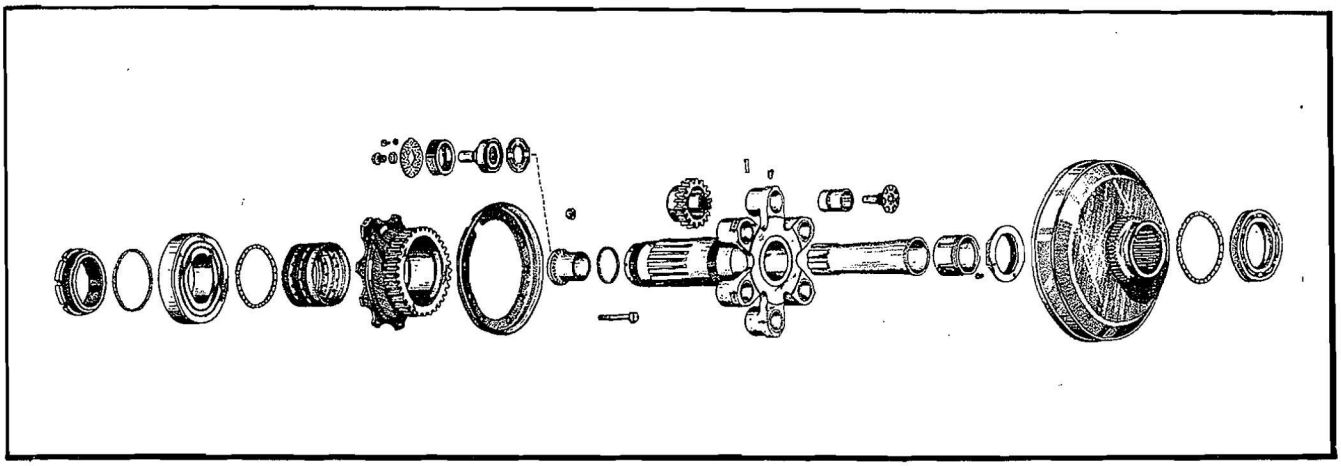

Figure 10—Propeller Shaft and Reduction Gear (3:2 Reduction)
g. The propeller shaft for the Model R-1820-40, -60, -71, -73, and -87 engines is also machined from a steel alloy forging and differs from the propeller shaft used in the Models R-1820-65 and -97 only in the respect that the flange is in the form of a spider having six pinion arms. Refer to Figure 10. Each arm is drilled and fitted with bronze bushings which carry
(1) The reduction gear for the Model R-1820-40, -40B, -60, -71, -73, -87 engines consists essentially of a large internal driving gear splined and shrunk to the crankshaft; a propeller shaft assembly incorporating six planetary type pinion gears mounted on arms which are integral with the propeller shaft flange and a stationary reduction gear which is bolted to the crankcase front section. Refer to Figure 10.
(2) The reduction gear drive is as follows: The reduction driving gear meshes with the planetary pinion gears causing them to travel around the rim of the stationary reduction gear. The pinion gears in turn carry the propeller shaft to which they are attached in the same direction of rotation as the crankshaft but at 2/3 of its speed.
(3) The reduction driving gear is identical with the gear used in the .5625 reduction gear ratio system. Refer to paragraph 6.*a.*(3) of this section.
(4) The six pinion gears are machined from steel alloy forgings and are case hardened on the inside diameter and tooth surfaces. Bronze nuts which screw into the pinions retain the pinions on the spider arms. Note that these nuts have left-handed threads. The hubs of the pinion gears are drilled for lubrication of the pinion gear bushings.
(5) The stationary reduction gear is machined from an alloy steel forging and is drilled and tapped to accommodate the crankcase front section retaining bolts. The gear is drilled with oil passages which index with similar passages in the crankcase front section to supply oil to and from the propeller governor pump. A steel guard ring is mounted at the rear of the gear to eliminate damage to the reduction gear system in the event of a pinion accidentally becoming unattached.
(6) The hydro oil seal spacer assembly is similar to the spacer used in the .5625 reduction gear system.
(7) The propeller shaft thrust bearing is essentially the same as that used in the .5625 reduction gear assembly.
(8) The stationary reduction gear attaching bolts also retain the pinion guard ring, crankcase front section flange, and spacer. The spacer and flange are similar in every respect to those used in the .5625 reduction gear system.
(9) For a complete description of the thrust nut refer to paragraph 6.*a.*(10) above for details.